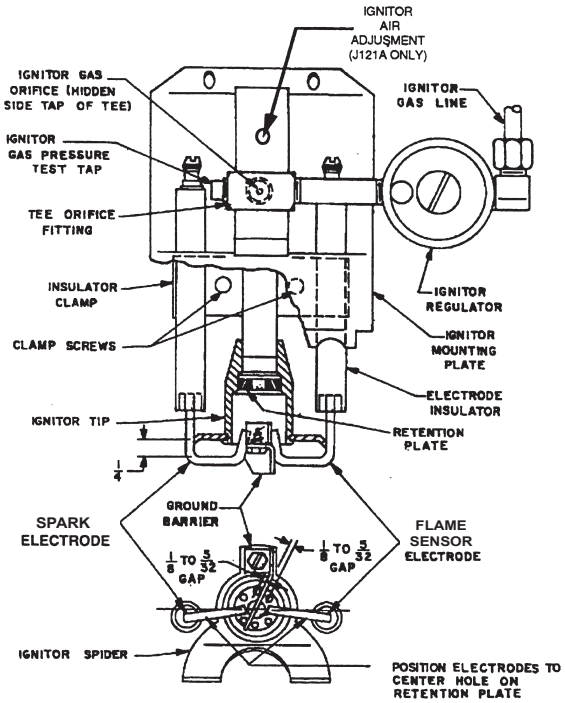

Figure 5 - Type "3" Ignitor and Regulator Assembly
When the ignitor gas pressure is in the proper range (see Table 4) and the electrodes are adjusted to the dimensions shown in Figure 5, any ignition problems are usually caused by lint, dust, corrosion, cracked electrode insulators, foreign matter in the blast tube or deterioration of ignitor ports in Retention Plate.
Ignitor trouble will be evidenced by failure of main burner ignition. It may also be indicated by poor or erratic relay response which cannot be remedied by ignitor gas adjustment, or it may cause frequent Flame Safeguard lockout. Check for dirt in the ignitor air and mixture passageways and check for obstructions in the ignitor ports. Also check electrode adjustments (see Figure 5). Replace any severely burned parts.
Clean the Ignitor Gas Orifice in Tee Orifice Fitting (see Figure 5) and check that the orifice size is correct per Table 4.
Check that the electrode ends are positioned and that the gap between the end of each electrode and the ground barrier is spaced per Figure 5.
b. No flame present, clean and reset electrode assembly per Figure 5 and repeat Step 6a.